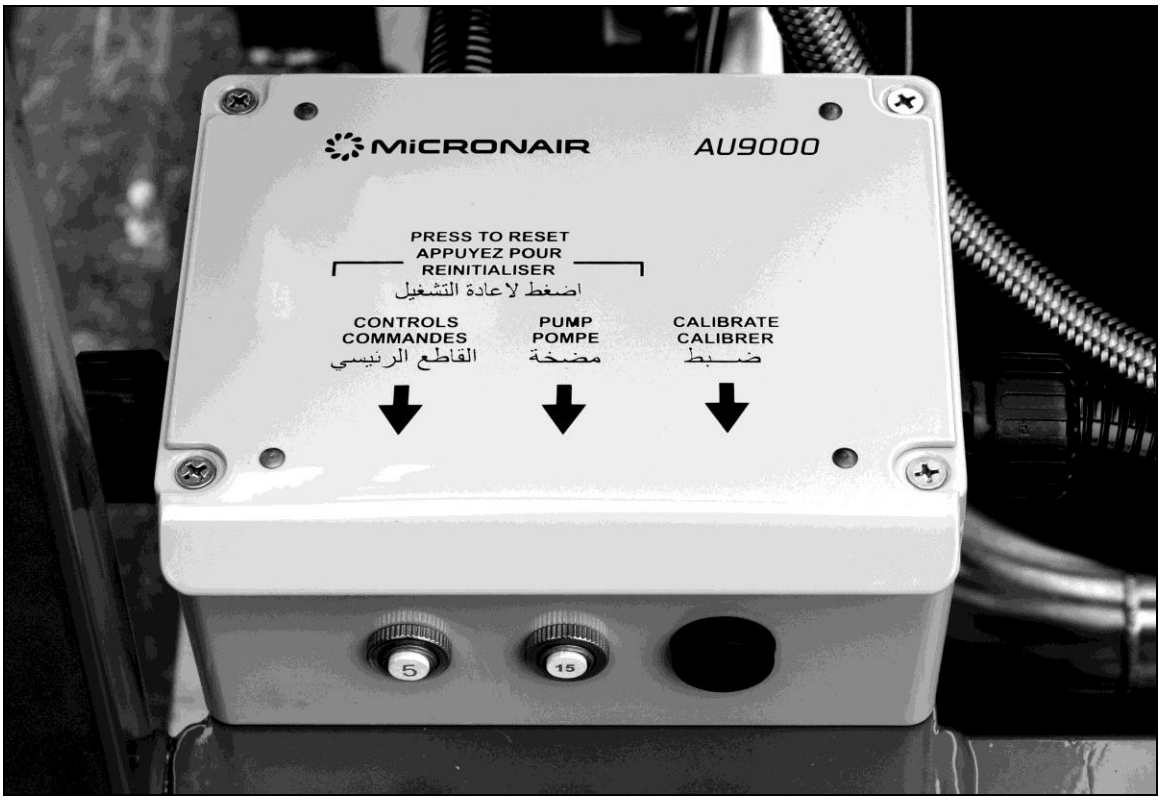

*Fig. 4 – Interruptor de calibración de la caja de empalmes*
7. Mantener pulsado el interruptor ***Calibrar*** de la caja situado en el lado derecho del pulverizador (ver Fig. 4) hasta que salga de cada cabezal un chorro constante de insecticida.